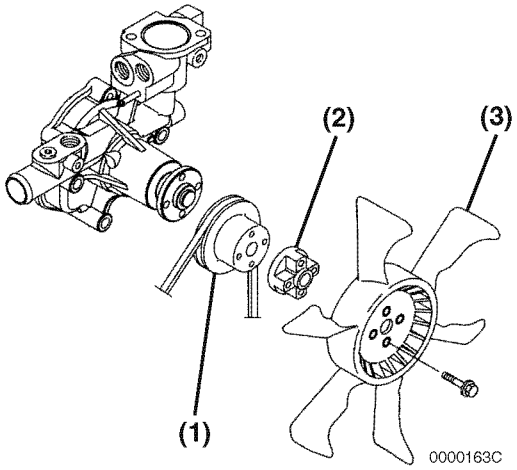

Figure 9-23
Remove the engine cooling fan guard (if equipped), engine cooling fan **(Figure 9-23, (3))**, spacer **(Figure 9-23, (2))**, engine coolant pump V-pulley **(Figure 9-23, (1))** and V-belt.